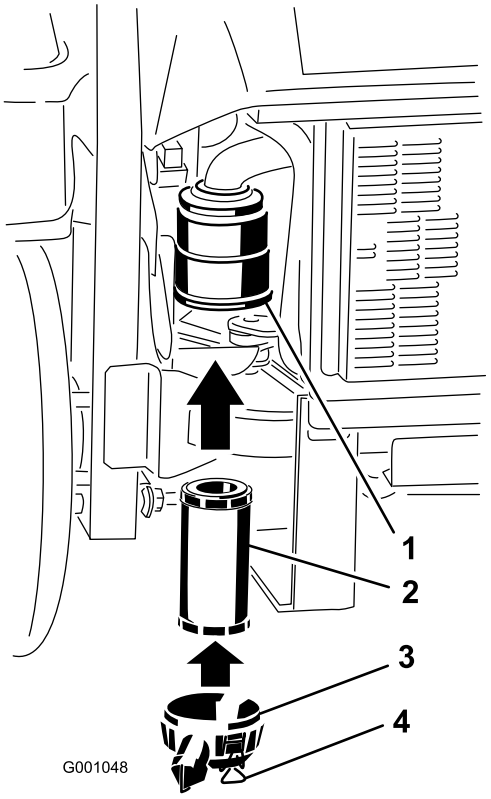

Figur 31
2. Isæt forsigtigt det nye filter i filterhuset (Figur 31). Sørg for, at det er helt på plads ved at skubbe på filterets yderste kant, mens det installeres.
3. Monter luftfilterdækslet, og fastgør låsene (Figur 31).